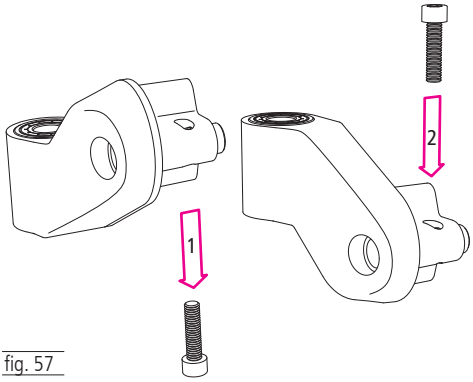

fig. 57
4. Sfilare ora la vite della regolazione dell'inclinazione (1, fig. 57) e inserirle nel senso opposto (2, fig. 57).